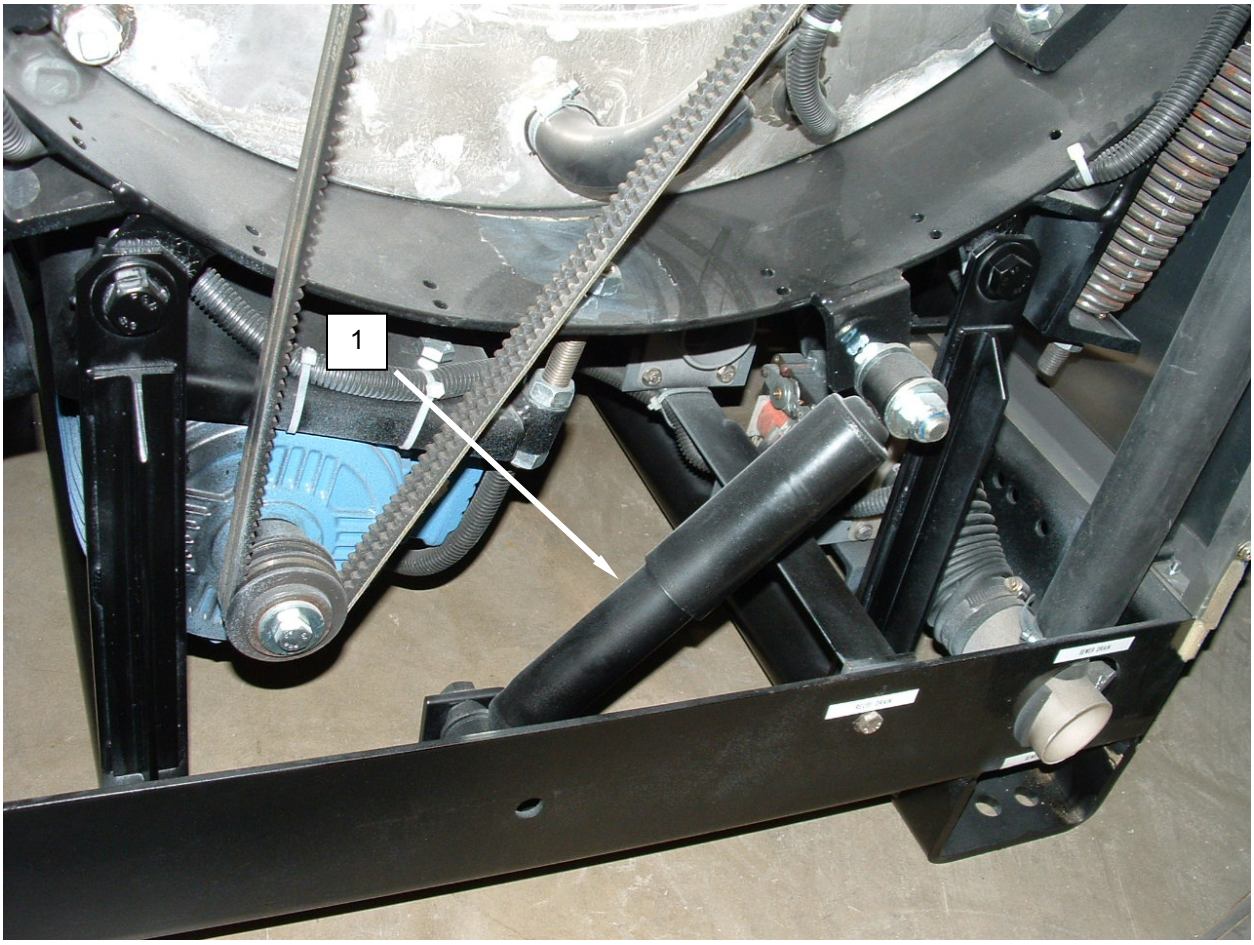

Figure 1. Inspect the Washer Shock Absorbers.
2. Inspect shock absorbers **(Figure 1, Item 1)** for physical damage, fluid leakage, or loose bolts.